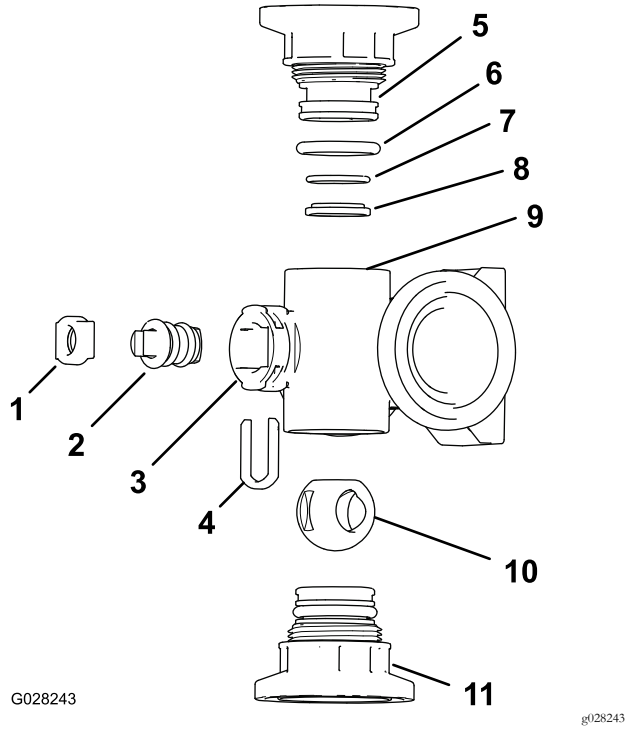
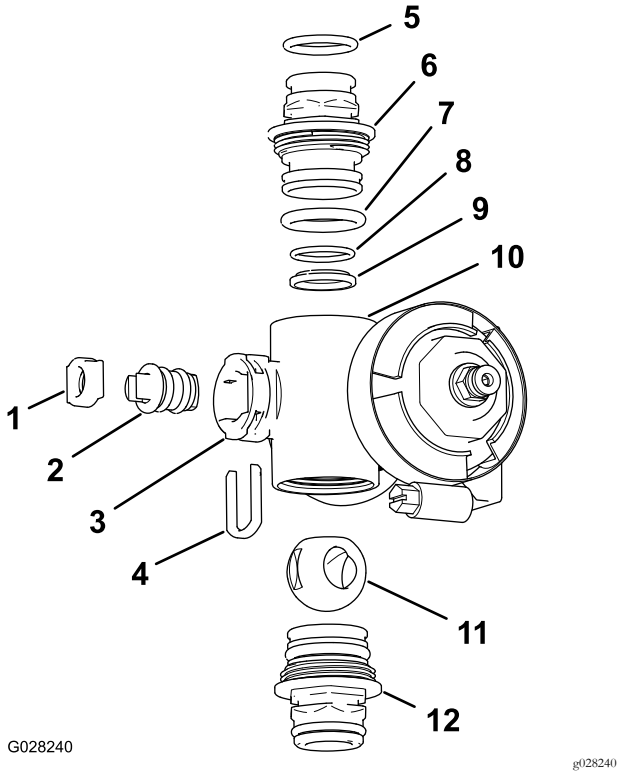

Figura 118
Figura 119
2. Retire o conjunto das duas uniões de cada extremidade do corpo do coletor (Figura 118 e Figura 119).
4. Retire a fixação da haste das ranhuras na porta da haste no coletor (Figura 118 e Figura 119).
5. Retire a fixação da haste e a união da haste da válvula do coletor (Figura 118 e Figura 119).
6. Do corpo do coletor, retire o conjunto da haste da válvula (Figura 118 e Figura 119).
1. Verifique o estado dos anéis de retenção da união de saída (apenas coletor da válvula de secção), dos anéis de retenção do tampão, dos anéis de retenção de encaixe posterior, do encaixe da esfera para ver se há danos ou desgaste (Figura 118 e Figura 119).
2. Aplique lubrificante na haste da válvula e insira-a no encaixe da haste da válvula (Figura 118 e Figura 119).
3. Instale a haste da válvula e o encaixe no coletor e fixe a haste e o encaixe com a fixação da haste (Figura 118 e Figura 119).
4. Certifique-se de que o anel de retenção de encaixe posterior e o encaixe da esfera estão alinhados e encaixados na união do tampão (Figura 118 e Figura 119).
5. Instale o conjunto da união do tampão no corpo do coletor até a flange da união do tampão tocar no corpo do coletor (Figura 118 e Figura 119); depois rode a união do tampão mais 1/8 a 1/4 de volta.